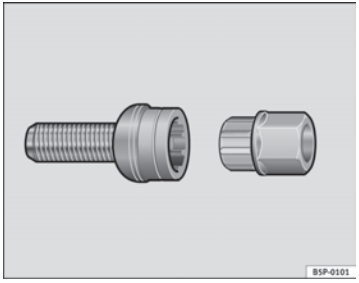

Fig. 180 Anti-theft wheel bolt
– Insert the adapter onto the wheel bolt and push it on as far as it will go ⇒ page 264, fig. 180.